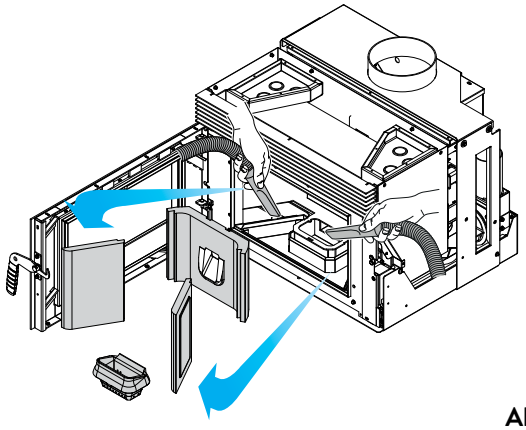

Abb. 7.15
B) Die inneren Platten aus dem Brennraum entfernen und die verbleibende Asche absaugen (Abbildung 7.15),